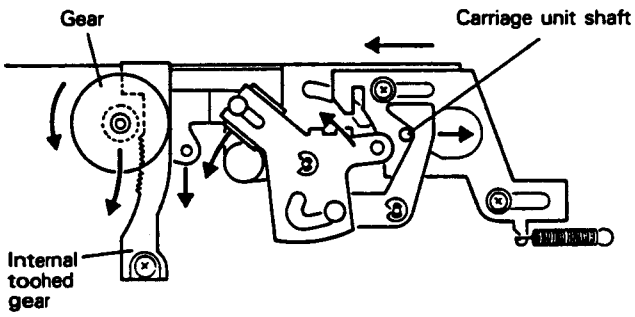

Fig. 13
2. For pickup unit (CGY1007) handling, please refer to "Disassembly"(Fig. 13) During replacement, handling precautions shall be taken to prevent an electrostatic discharge (protection by a short pin).